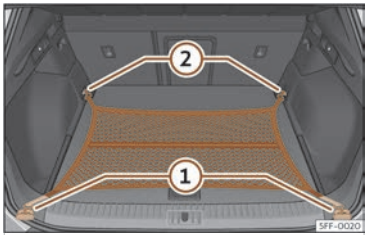

Fig. 194 In the boot: net bag hooked up at floor level.
- Secure the net hooks to the fastening rings ››› **Fig. 194** ① and ② ››› ⚠. The bag zip should be facing upwards.